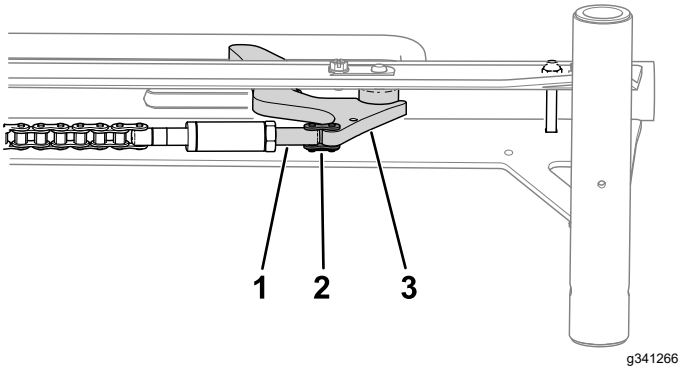

Figur 4
6. Använd en kedjelänk för att montera kedjelänksspännmuttern på hjulstoppet (Figur 4).